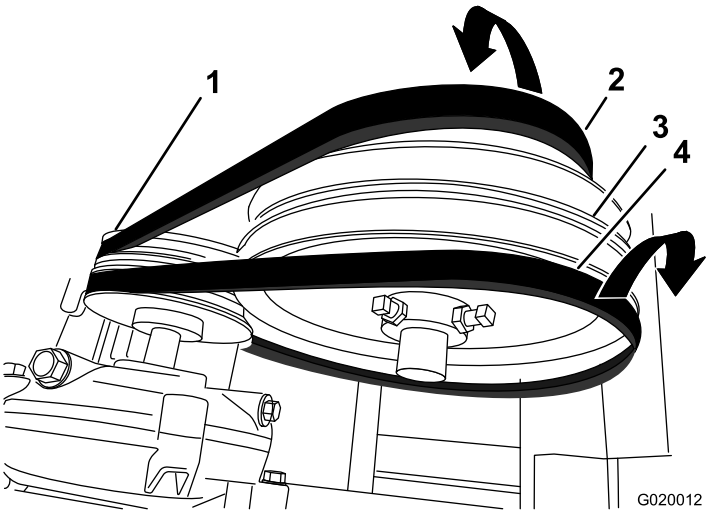

Figura 74
4. Deslice la correa delantera hacia adelante y retírela de la polea tensora (Figura 74).
5. Deslice la correa trasera hacia atrás y retírela de la polea tensora (Figura 74).